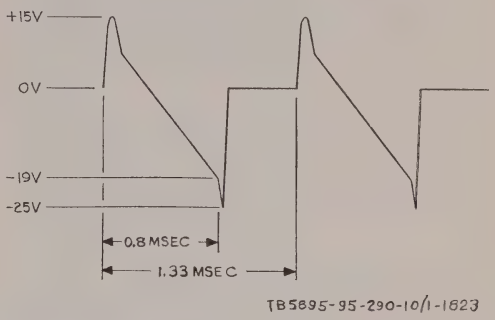

Figure 3. Servo amplifier card assembly 539657, waveform diagram.
l. Observe that the waveform at jacks B and D correspond to waveform shown in figure 3.
o. Observe that the waveform on jacks $\overline{X}$ and $\overline{V}$ correspond to waveform shown in figure 3.